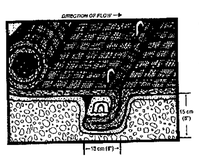

Figure 2: Intermittent Check Slot (Channels)
- Excavate intermittent check slots 15 cm (6") deep and 15 cm (6") wide across the channel at 9.1 m (30') intervals along the channel (Figure 2).
- Fold and secure all Pyramat rolls snugly into intermittent check slots. Lay Pyramat in the bottom and fold back against itself. Anchor through both layers of mat at 30 cm (1') intervals thus backfill and compact soil (Figure 2). Continue rolling Pyramat upstream over the compacted slot to the next check slot or terminal anchor trench.